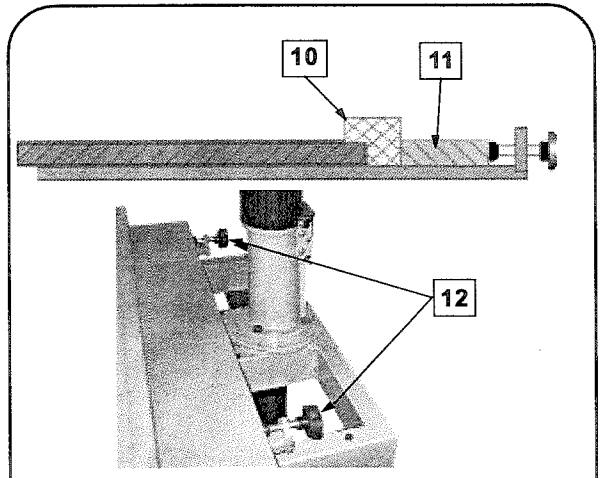

Fig. 9
15. Disimballare la sponda di appoggio in modo da avere i due pezzi che la compongono: la sponda e il controtavolo. Montare la sponda di appoggio (**10**) e il controtavolo (**11**) appoggiandoli a contatto del tavolo di lavoro come mostrato in Fig. 9. Fissarli al tavolo tramite la chiusura dei due pomelli (**12**).
15. Unpack the fence in order to obtain the two pieces that compose it: the fence and the countertable. Assemble the fence (**10**) and the countertable (**11**) by placing them up against the work bench, as shown in Fig. 9. Secure them to the bench by tightening the two knobs (**12**).